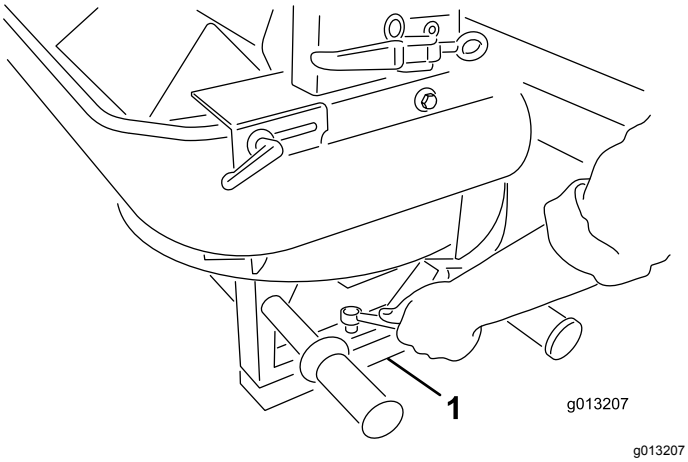

Rysunek 6
5. Odkręć cztery wkręty z nóg podwójnego rozrzutnika. Z pomocą drugiej osoby unieś podwójny rozrzutnik i usuń kołki i piankę opakowaniową (Rysunek 6).